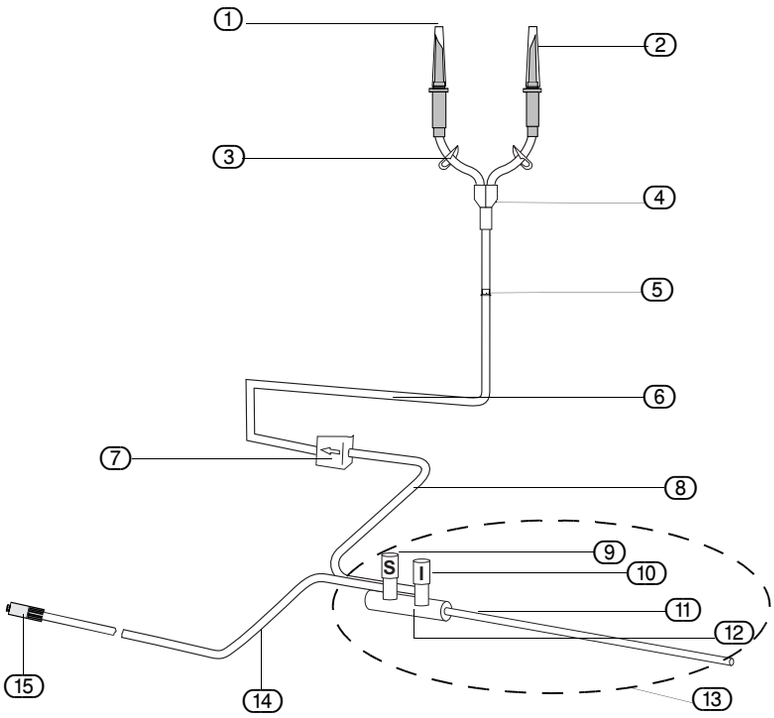
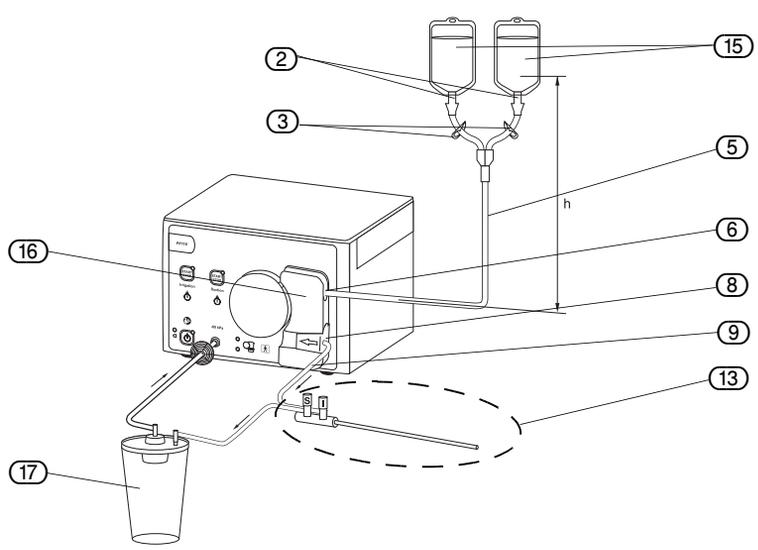

Abb. 5-6 Elemente des Absaug-/ Spülschlauchsets
Abb. 5-7 Einlegen des Saug-/ Spülschlauchsets
nen. Die angegebenen Nummern beziehen sich auf die Abb. 5-6 "Elemente des Absaug-/ Spülschlauchsets" und Abb. 5-7 "Einlegen des Saug-/ Spülschlauchsets".
▶ Schließen Sie vor dem Einlegen beide Schlauchklemmen (3) (Abb. 5-6 "Elemente des Absaug-/ Spülschlauchsets") an den Beuteln.
▶ Achten Sie beim Einsetzen des Rollenschlauches darauf, dass die Membran der Druckkammer nicht beschädigt wird. Die Druckkammer (8) darf nur in drucklosem Zustand eingelegt werden.
▶ Schieben Sie die drucklose Druckkammer (8) vorsichtig in die rechte Aussparung der Schlauchaufnahme (16) bis zum Anschlag.
▶ Legen Sie den Rollenschlauch (7) um das Rollenrad.
▶ Verbinden Sie den Saugschlauch mit dem Saugbehälter (17) (siehe Abb. 5-7 "Einlegen des Saug-/ Spülschlauchsets").